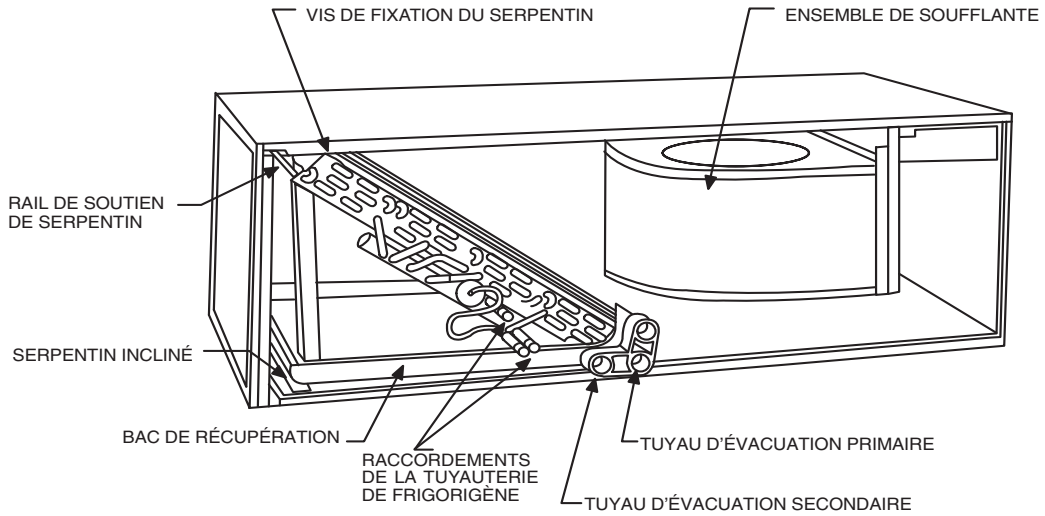

Fig. 6 - Serpentin incliné dans une application horizontale droite
1. Retirez les panneaux d'accès de la soufflante et du serpentin. (Consultez la figure 6.)
a. Enlevez l'ensemble d'étanchéité à l'air du serpentin en retirant les quatre vis. (Consultez la figure 6.)
b. Retirez le répartiteur d'air (B) de l'ensemble d'étanchéité du serpentin en retirant les trois vis. (Consultez l'ensemble d'usine en médaillon dans la figure 6.)
c. Retirez la plaque de substitution (A) et installez le répartiteur d'air (B) à la place de la plaque de substitution.
d. Installez la plaque de substitution (A) comme illustré pour l'application horizontale droite.
e. Enlevez les goulottes à condensats (C) et installez-les sur les plaques tubulaires opposées.